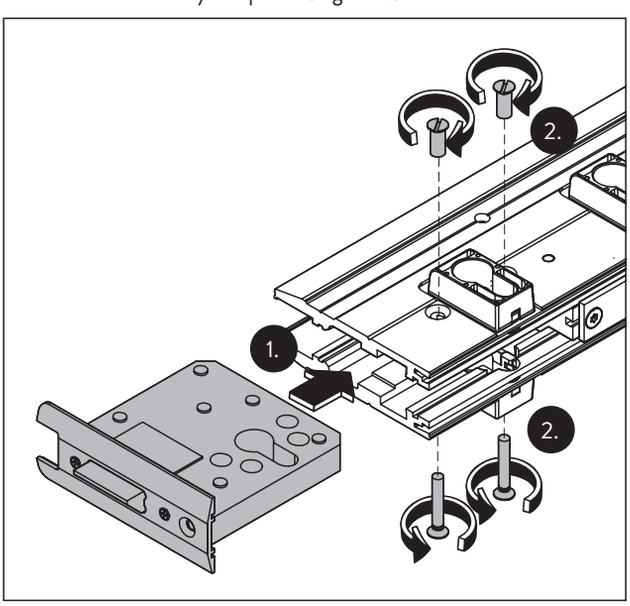

Fig. 13 Volver a montar la cerradura
4. Inserte el cierre en el riel de la puerta (Fig. 13/1) y asegúrelo con los tornillos y casquillos (Fig. 13/2).